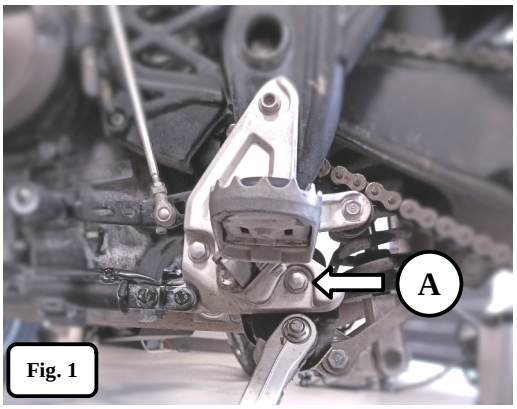
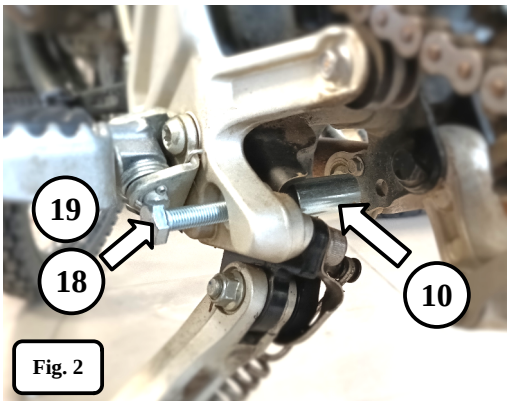

Fig. 1
Fig. 2
ENG **1.** Remove bolt **(A)** on the right side of the motorcycle **[Fig. 1]**. Replace with **M10** bolt **(18)** with washer **(19) [Fig. 2]**.
PL **1.** Odkręcić śrubę **(A)** po lewej stronie motocykla.**[Fig. 1]** Zastąpić śrubą **M10 (18)** z podkładką (19) **[Fig. 2]**.
DE **1.** Entfernen Sie die Schraube **(A)** auf der linken Seite des Motorrads. **[Fig. 1]** Ersetzen Sie die Schraube **(A)** durch eine **M10** Schraube **(18)** mit Unterlegscheibe **(19) [Fig. 2]**.
ENG **2.**Screw **(18)** in half. Install the L-39mm bushing **(10)**. Screw the screw **(18)** all the way in **[Fig.2].**
PL **2.** Śrubę **(18)** wrkęcić do połowy. Zamonotować tuleję L-39mm **(10)**. Wkręcić śrubę **(18)** do końca **[Fig.2].**
DE **2.** Die Schraube **(18)** bis zur Hälfte eindrehen. Setzen Sie die L-39mm-Buchse **(10)** ein. Die Schraube **(18)** ganz eindrehen **[Abb.2]**.